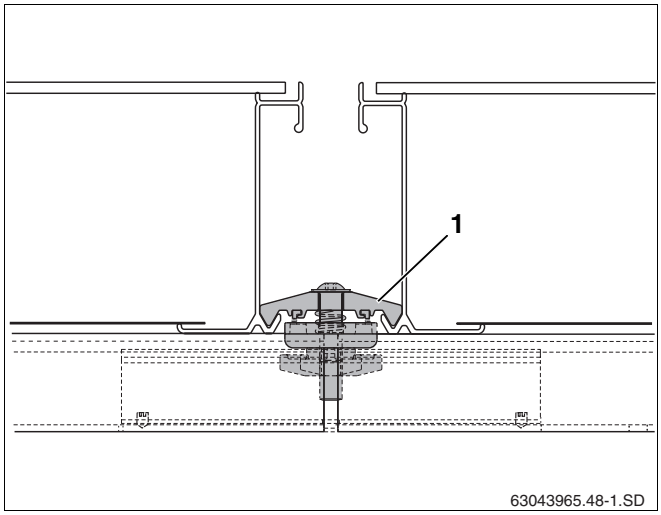

Afb. 51 Dubbelzijdige collectorspanner tussen 2 collectoren
De houder van de collectorspanner, die de collector beneden houdt (afb. 51, **pos. 1**), grijpt in de onderzijde van de collector.